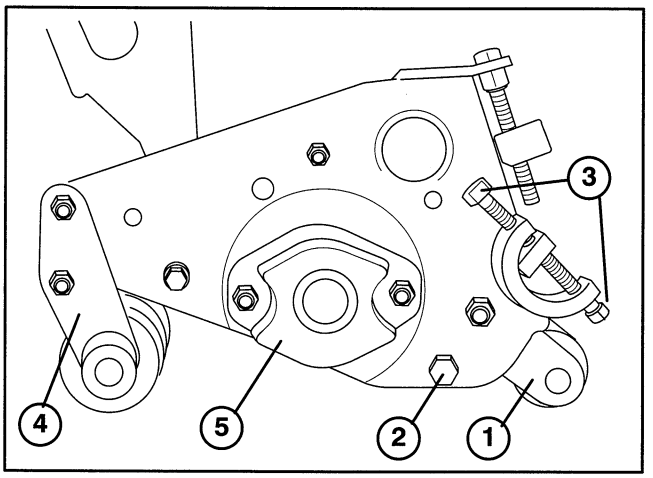

Figure 9
1. Remove capscrew and nut anchoring the rear roller height–of–cut bracket to the side plate on both ends of the cutting unit (Fig. 9).
4. Remove the bedbar mounting bolts from each end of the cutting unit (Fig. 9). Then loosen the bedknife adjusting screws at each end of the cutting unit (Fig. 9). The bedknife assembly can then be removed by rotating it away from the reel.
1. Remove the locknuts securing the front roller brackets to the sideplates at both ends of the cutting unit (Fig. 9).
A. Remove the mounting nuts from the counterbalance end cap and remove end cap from the mounting studs (Fig. 9).
2. Remove counterbalance End Cap (Fig. 9).